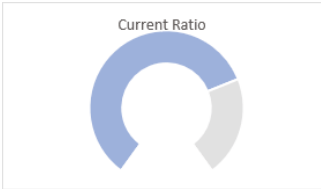

Figure 2.55: Set the fill colors for each data point.
7. Select the Bottom data point and change the fill to No Fill. Figure 2.55 shows the chart after these changes.